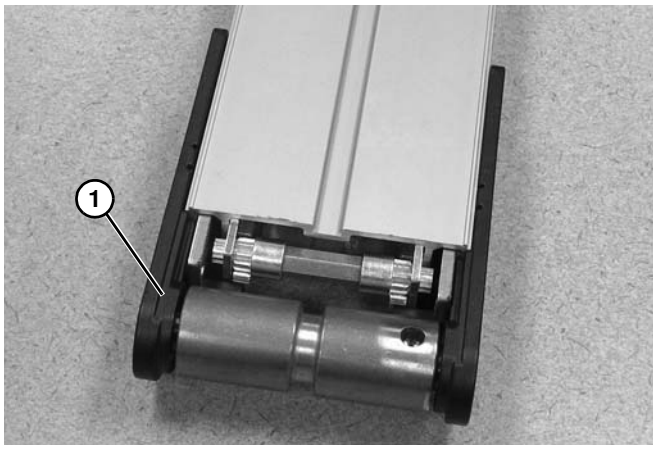

Figure 99
11. Réinstaller le rouleau de retour en glissant complètement l'ensemble **(Figure 99, élément 1)** dans le châssis du convoyeur.